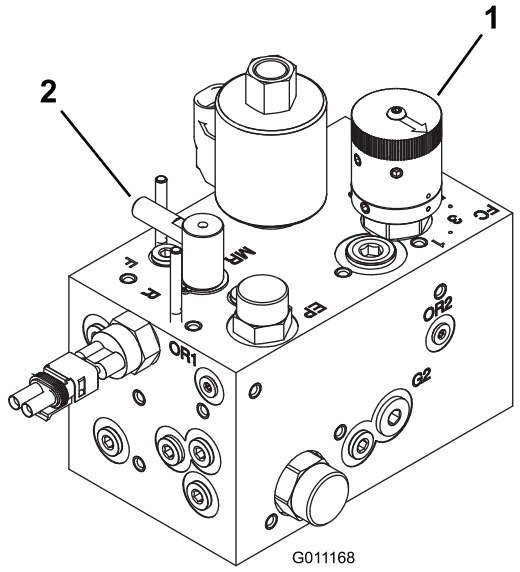

Figur 44
2. Drej knappen til regulering af knivcylinderhastigheden (Figur 44) til den talindstilling, du fandt i trin1.